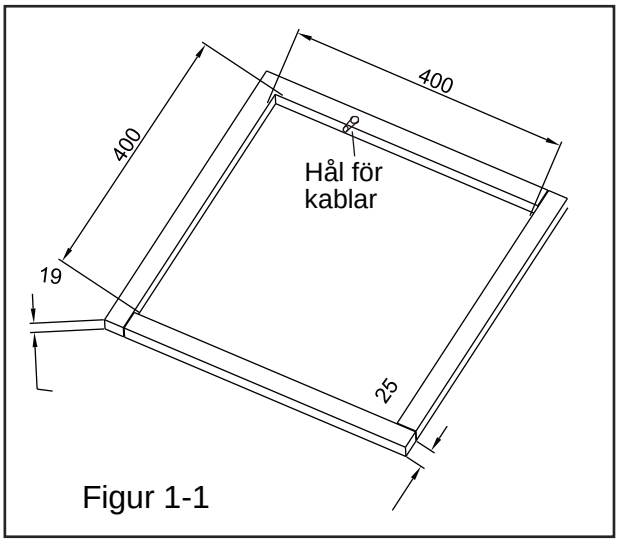

Figur 1-1
Om det inte finns ett färdigt hål i taket måste ett lämpligt monteringshål göras (se figur 1-1). Gör en likadan öppning i innertaket. Observera att ett tygklätt tak kan fastna i sågen. När en lämplig öppning har gjorts i taket måste stödramen monteras mellan yttertaket och innertaket. Montera stödramen enligt följande:
2. Den ska kunna hålla yttertaket och innertaket åtskilda och stödja dem så att taket inte sjunker nedåt när enheterna fästs. Stödramen visas i figur 1-1.